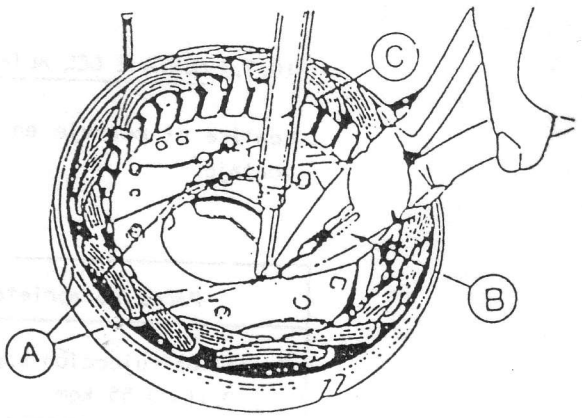

Fig. 10.50
3.- Cuando se vuelva a soldar las conexiones del estator en el conjunto de diodos utilice unos alicates para actuar como protector térmico, con el fin de reducir la propagación de calor hacia los diodos. (Fig.. 10.50)